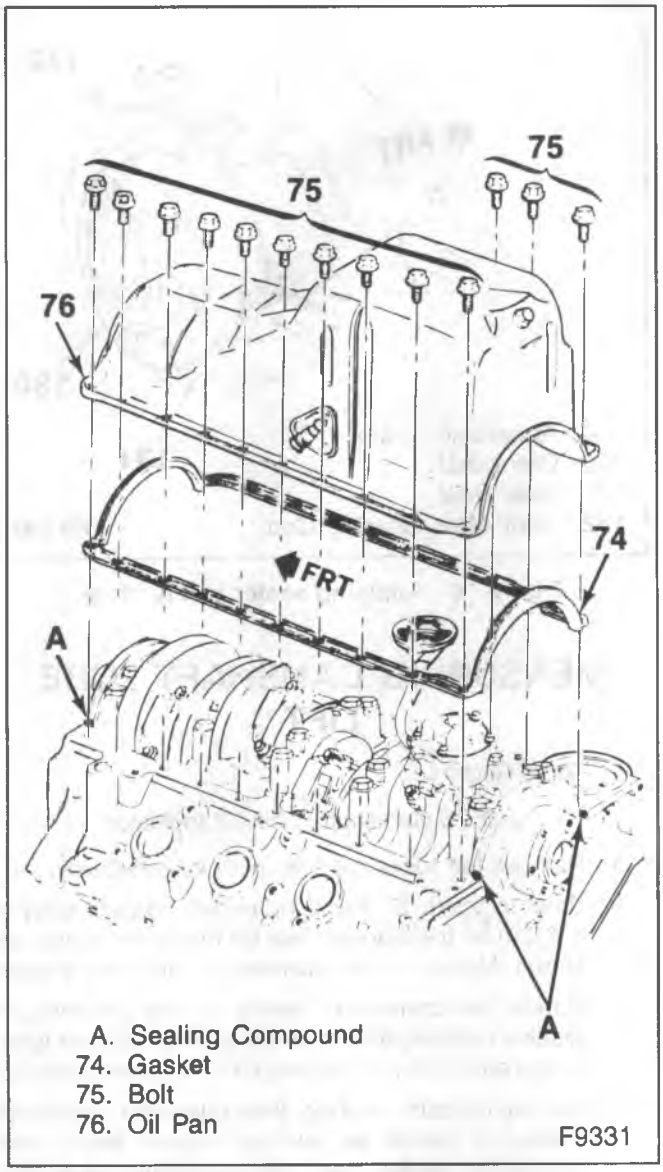

Figure 14 – Oil Pan
1. Front crankshaft seal. Use J 22102 (figure 14). The open end of the seal faces inside the engine. Coat the seal lips with engine oil.
Remove or Disconnect (Figures 14 and 15)
Install or Connect (Figures 14 and 15)